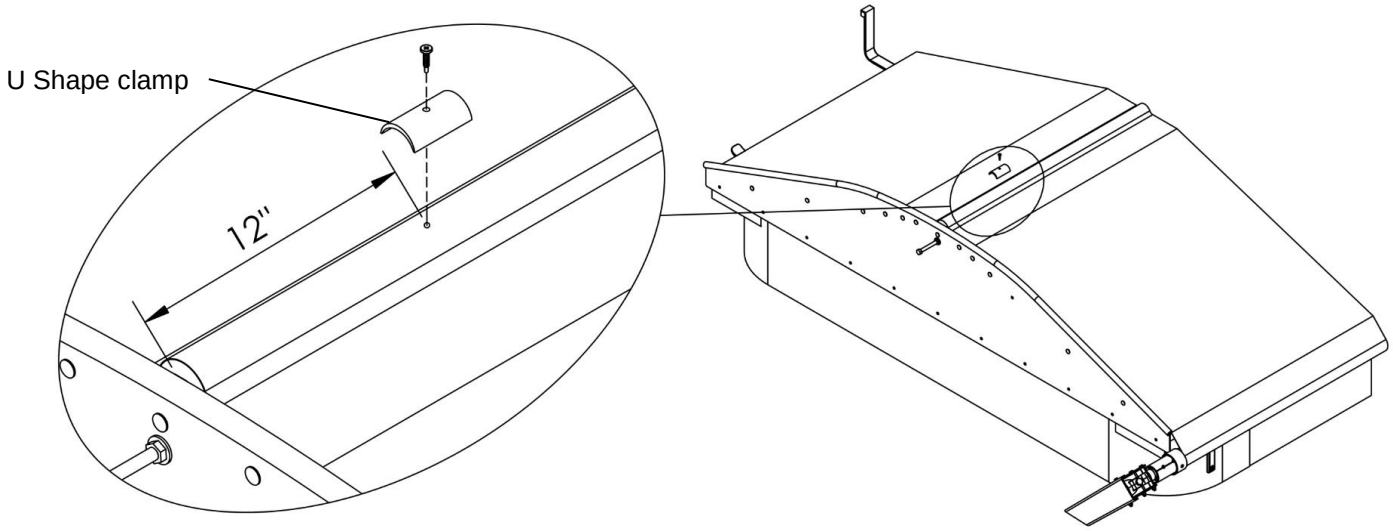

Figure 1
3. **Figure 1.** Pull on the tarp and install the U shape claw/cover 12” from the edge of the tarp.